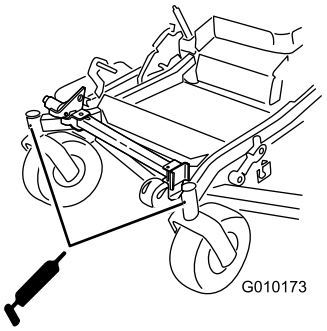

**Figuur 46**
9. Trek de verloopnippel uit de opening. Plaats de zeskantige plug en de stofkap (Figuur 46).